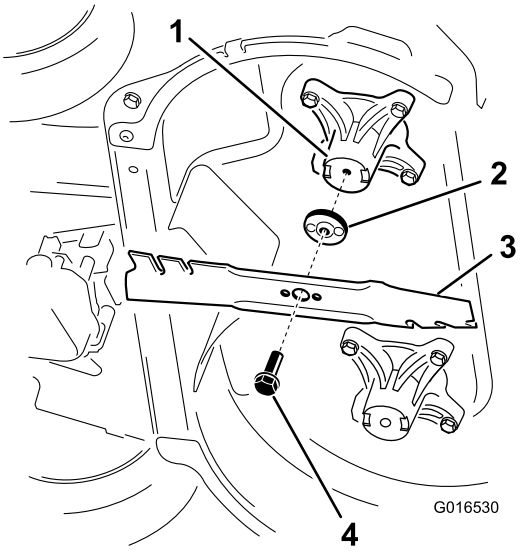

Figuur 33
2. Verwijder de messen zoals getoond in Figuur 33.
1. Monteer het eerste mes horizontaal en breng al het bevestigingsmateriaal aan zoals in Figuur 33.